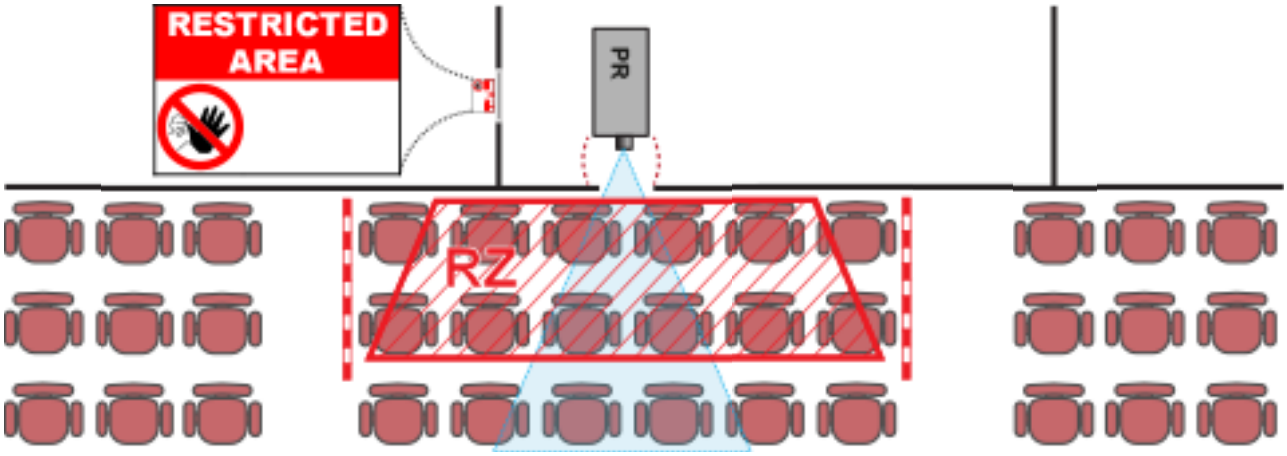

Abbildung 1–2
Abbildung 1–2 zeigt eine typische Einrichtung. Es muss verifiziert werden, dass diese Mindestanforderungen erfüllt sind. Ggf. muss eine Sperrzone (RZ) am Veranstaltungsort eingerichtet werden. Hierzu kann eine physische Absperrung, z. B. ein rotes Seil, wie in Abbildung 1–2 gezeigt verwendet werden.